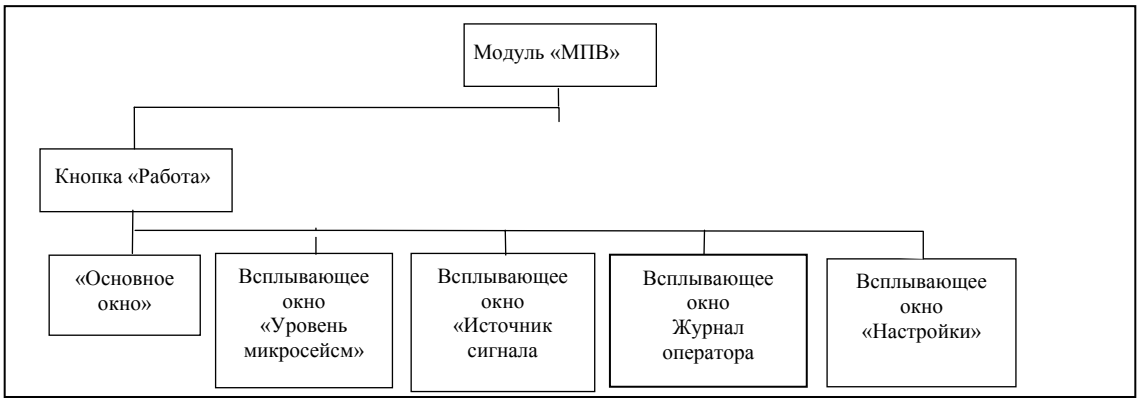

рис. 4.14
4.6.1 **С** помощью модуля «МПВ» осуществляются все основные операции по управлению станцией в режиме «МПВ». Карта модуля «МПВ» представлена на рис. 4.14.